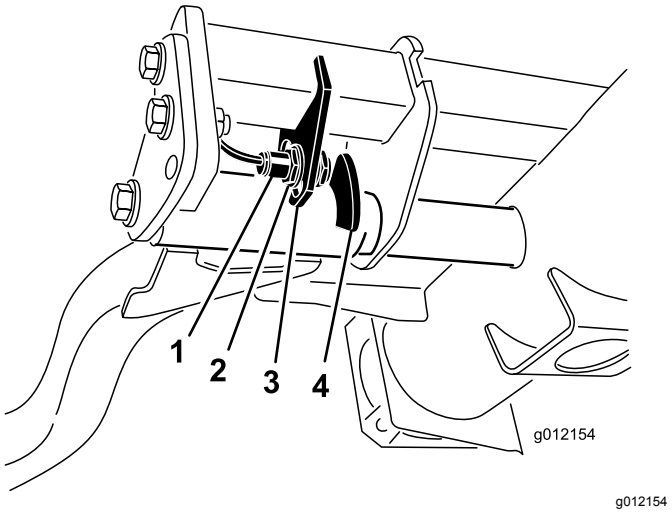

Figuur 55
2. De schakelaar van de hefarm bevindt zich onder de hydraulische tank achter de hefarm rechts voor (Figuur 55).
3. Draai de bevestigingsschroeven van de schakelaar los en zet de schakelaar lager om de draaihoogte van de hefarm te verhogen of hoger om de draaihoogte te verlagen (Figuur 55).